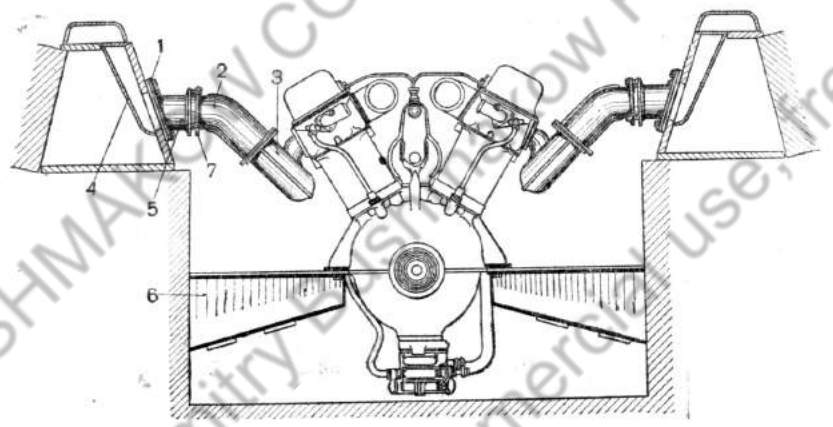

Рис. 81. Установка двигателя в танке:
8. Двигатель тяжелого танка устанавливается на четырёх подмоторных кронштейнах (рис. 81), приваренных к бортам корпуса танка.